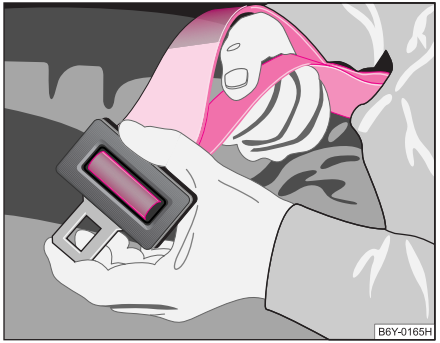

Fig. 107 Prelungirea centurii de bazin
– Țineți elementul centurii în unghi drept față de centură şi trageți centura la lungimea dorită ⇒ pagina 128, fig. 107.